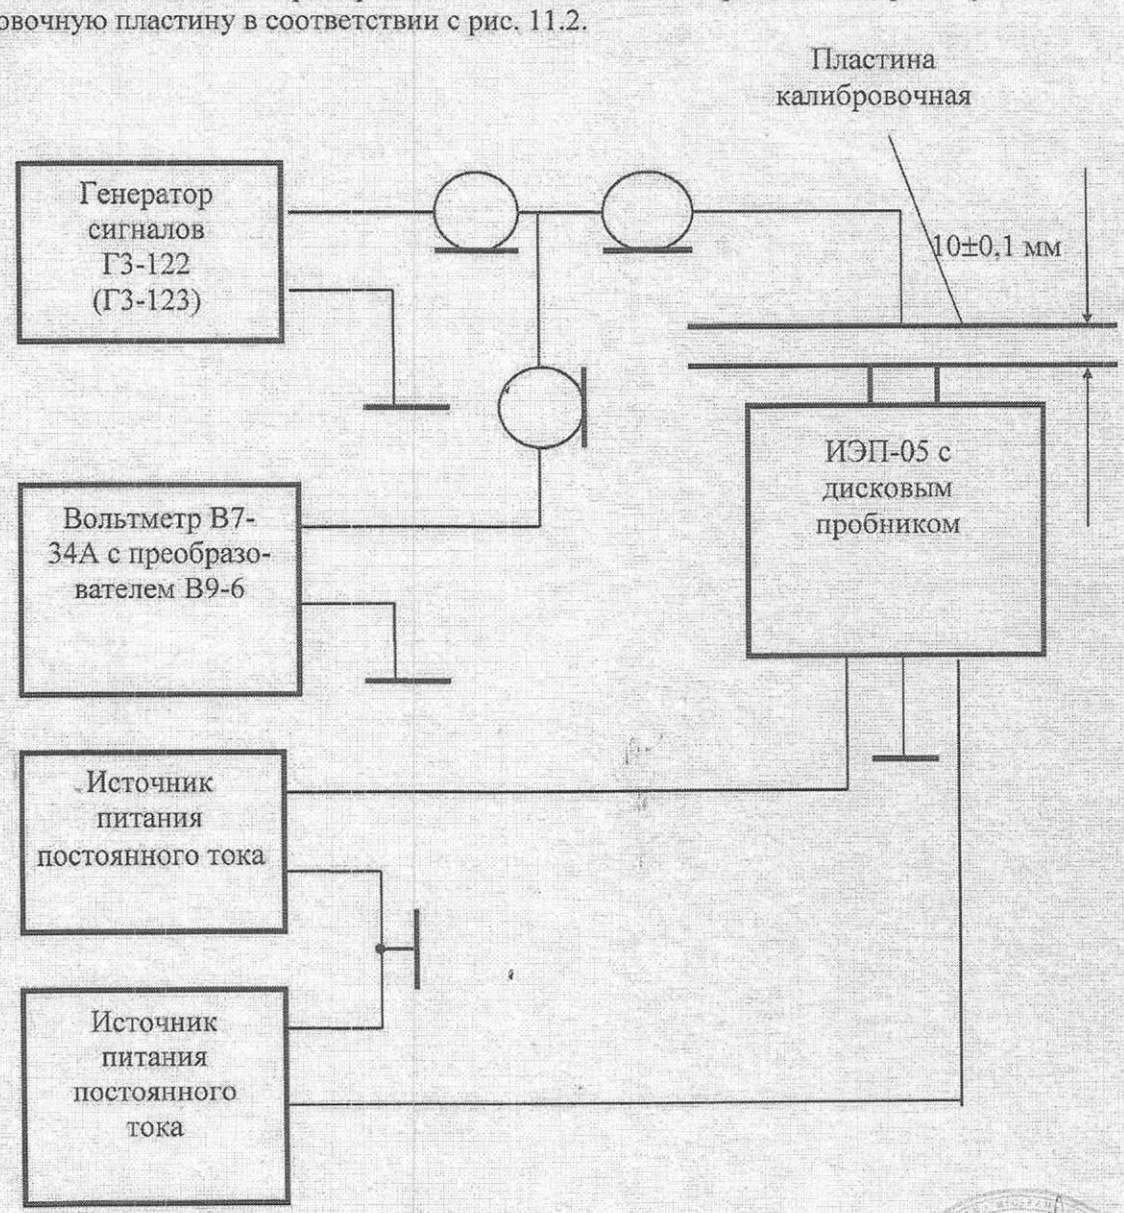

Рис. 11.2 Схема установки для поверки ИЭП-05 с дисковым пробником.
11.4.4.1 Определение отклонения значения напряженности в калибровочных точках проводят на установке на основе калибровочной пластины (рис. 11.2).
11.4.4.4 Расположите прибор плоскостью дискового пробника вверх и установите на него калибровочную пластину в соответствии с рис. 11.2.
11.4.5.1 Измерение ослабления сигнала на граничных частотах проводят на установке на основе калибровочной пластины (рис. 11.2) с подачей сигнала на измеритель через дисковый пробник переменного электрического поля при значении уровня напряженности поля Е, равном 100 В/м в полосе 1 и 10 В/м в полосе 2.